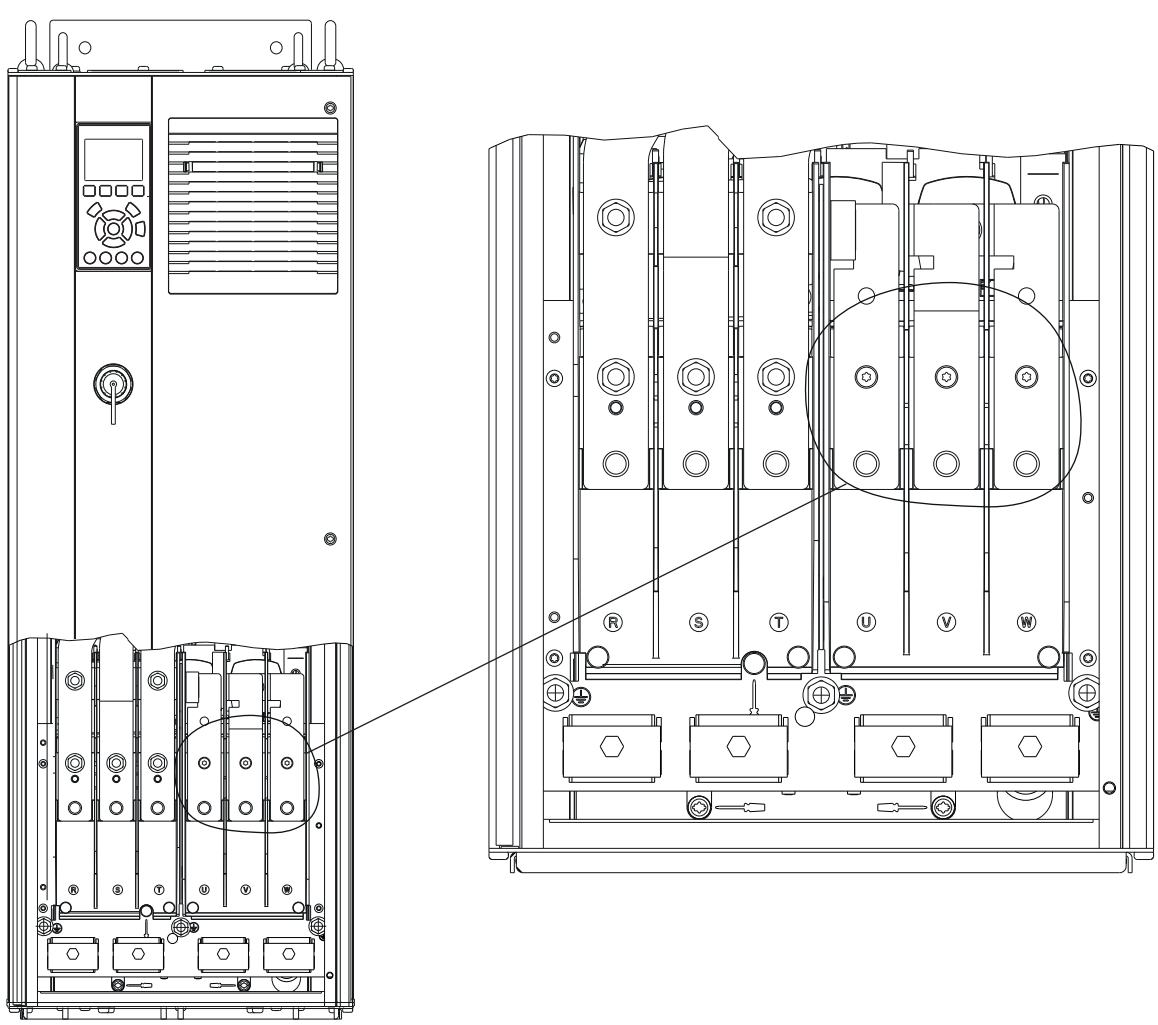

Рисунок 5.4 Клеммы заземления (показан корпус D1h)
3. Подключите провод заземления к ближайшей клемме заземления в соответствии с инструкциями по заземлению, изложенными в *глава 5.4 Подключение заземления*. См. *Рисунок 5.4*.
4. Подключите проводку трехфазного двигателя к клеммам 96 (U), 97 (V) и 98 (W). См. *Рисунок 5.4*.